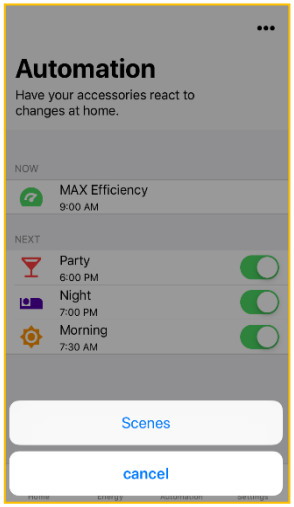

Figure 57
10.13.4. Click ••• and select **Scenes** *(Fig. 57)* to edit scenarios.